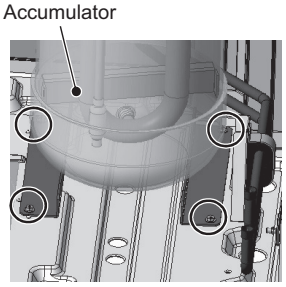

Figure 6
(7) Remove the four screws from the accumulator fixing base legs. (See Figure 6.)